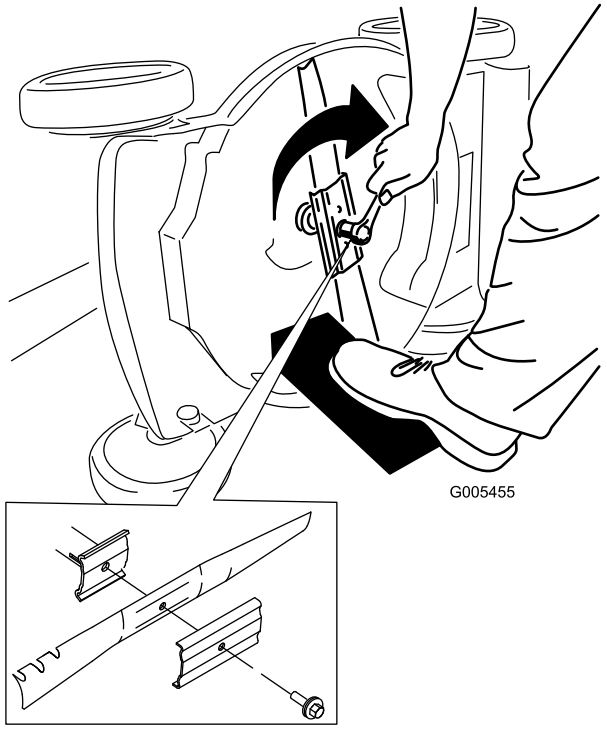

Figur 21
5. Monter den nye kniv og alle monteringsboltene og -møtrikkerne (Figur 21).